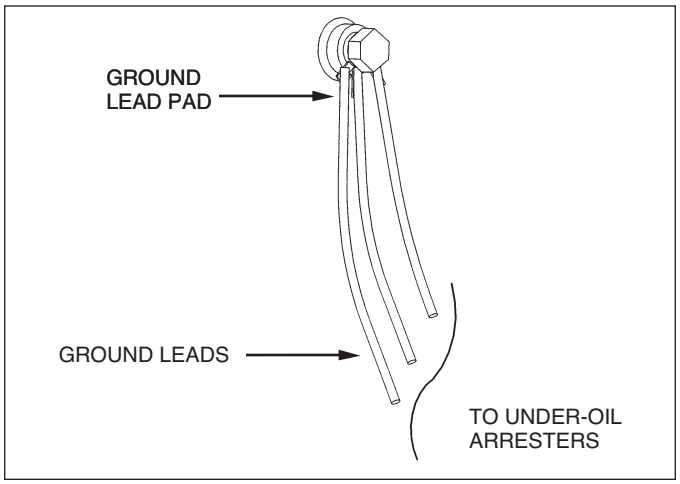

Figure 29.
3. Locate arrester ground lead pad (see Figure 29) attached to tank wall.